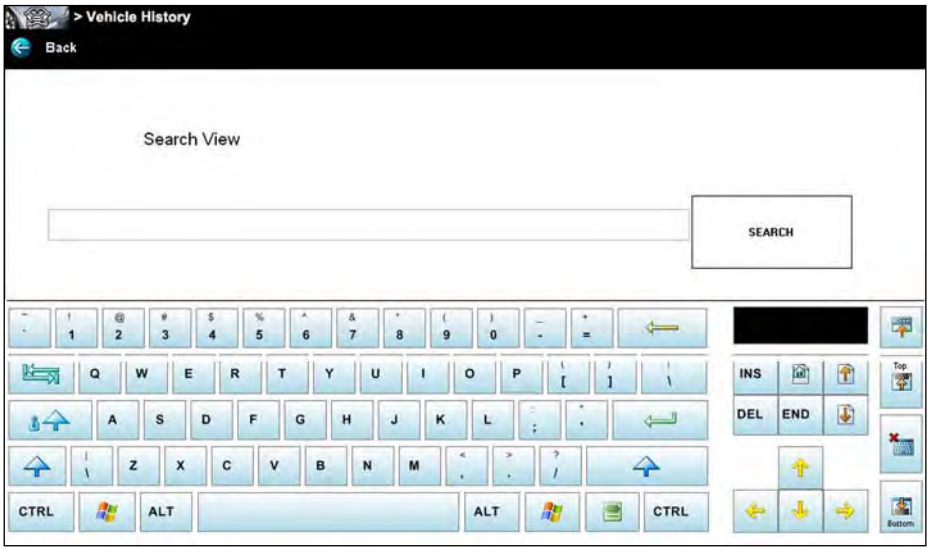

Figure 9-3 *Sample Search dialog box*
2. Select within the text field of the search window to open the virtual keyboard (Figure 9-3).